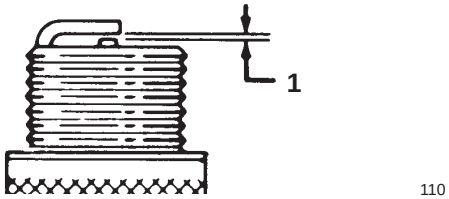

Figur 40
6. Still luftgapet mellom elektrodene på 0,76 mm, som vist i figur 40.